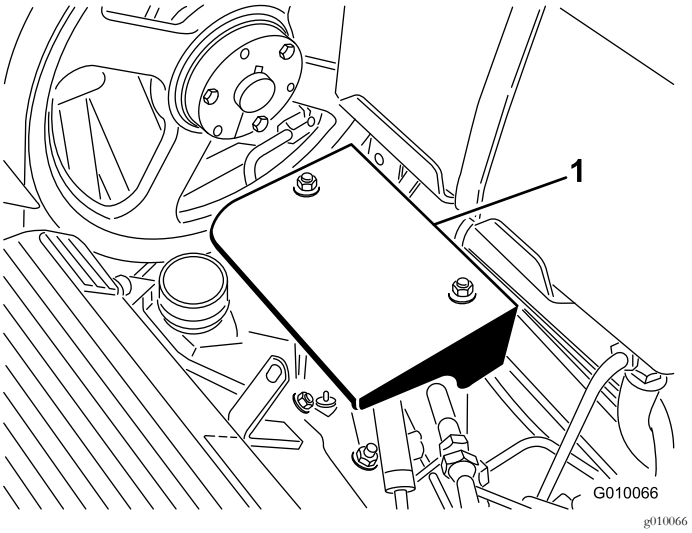

Figur 56
3. Ta bort pumpsköldens två monteringsmuttrar och ta bort skölden (Figur 56).